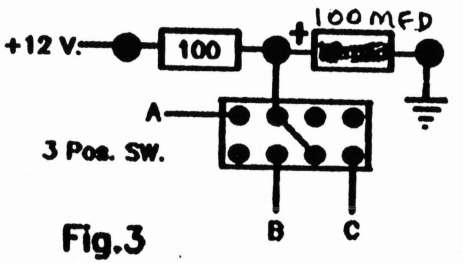

Fig.3
19.) ( ) Connect the 3 leads "A", "B" and "C" from the add-on board to the switch as illustrated in Fig.3.